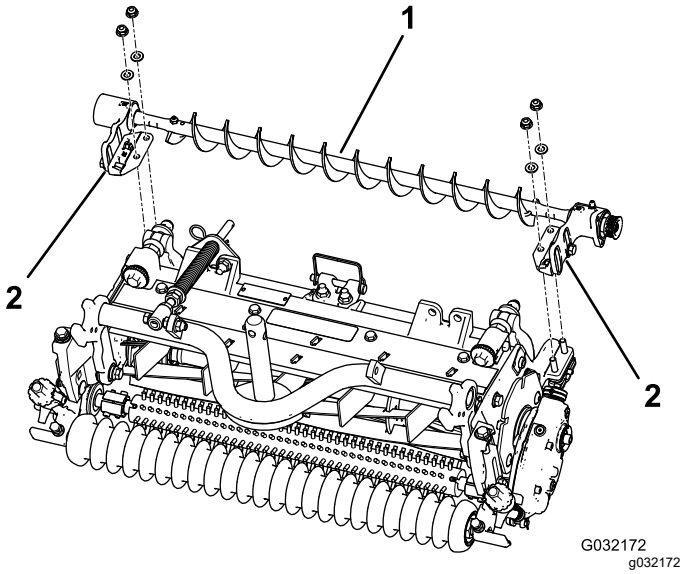

Рисунок 7
4. Установите монтажные кронштейны узла правой или левой щетки катка в сборе на болты кронштейна катка (Рисунок 7).